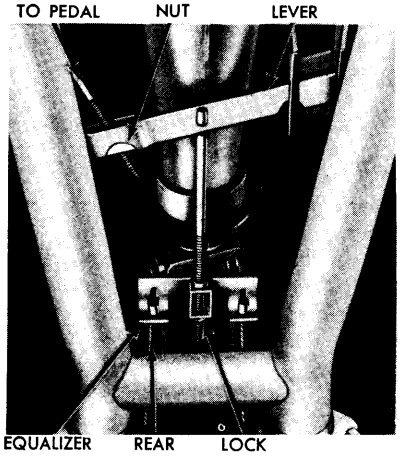

FIG. 12—Parking Brake Linkage
1. Move the equalizer lever forward far enough to permit removing the adjusting nut from the end of the cable (Fig. 12).
6. Insert the cable through the hole in the equalizer lever and install the adjusting nut (Fig. 12).
3. Loosen the equalizer rod adjusting nut and disconnect the cable from the equalizer (Fig. 12).
1. Loosen the locknut on the equalizer rod, and then turn the nut in front of the equalizer several turns forward (Fig. 12).